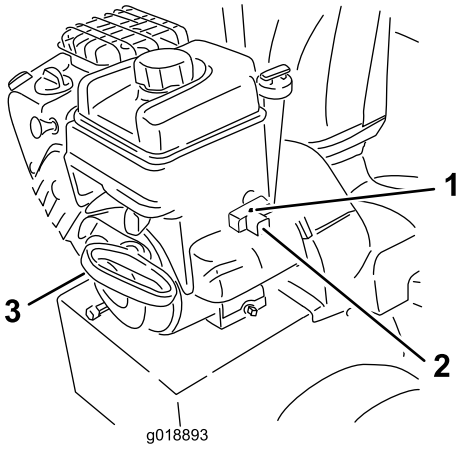

Bild 26
7. Ziehen Sie am Rücklaufstarter oder drücken Sie die Elektrostarttaste, um den Motor anzulassen (Bild 26).